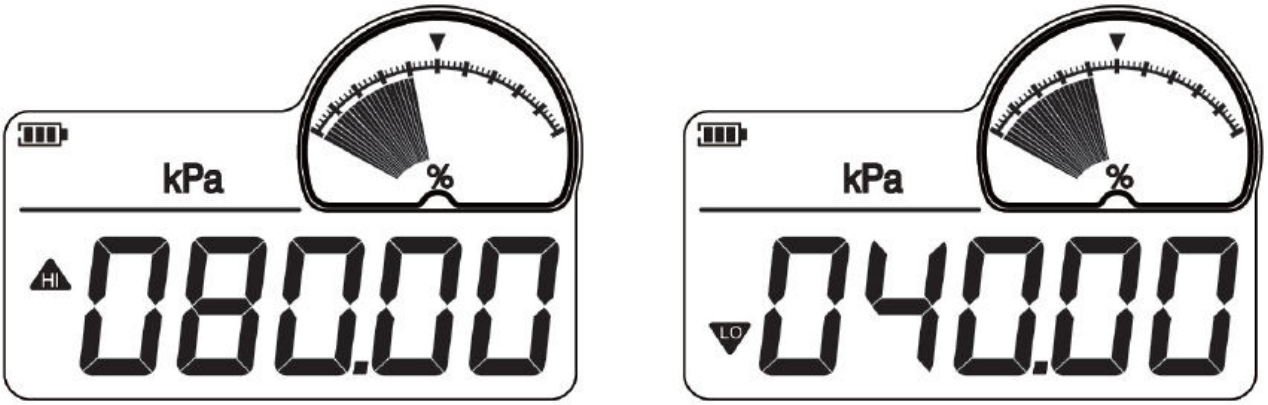

Abbildung 7-7-4. Alarmschwellen Anzeige
4. Die oberen und unteren Alarmschwellen werden nun automatisch auf Gültigkeit überprüft. Sollte ein Problem auftreten wird die gegenwärtige Einstellung automatisch ungültig. Bei erfolgreicher Einstellung werden die eingegebenen Werte automatisch gespeichert. Abbildung 7-7-4 zeigt die Anzeige von Alarmschwellen